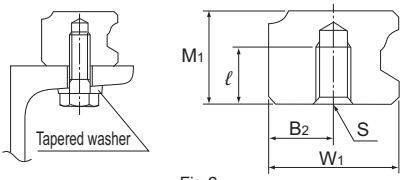

Fig.2
(1) Determine the bolt length so that a clearance of 2 to 3 mm is secured between the bolt end and the bottom of the tap (effective tap depth).
(2) As shown in Fig.2, a tapered washer is also available that allows GSR to be mounted on a section steel.
(3) For model number coding, see A1-274 to A1-275.